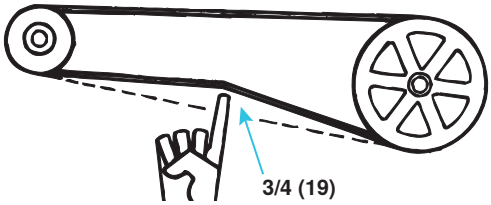

Figure 21. Vérification de la tension des courroies
- Une tension adéquate des courroies est importante pour la durée de vie des courroies et du moteur. Une courroie qui n'est pas assez tendue peut causer une usure prématurée et un glissement. Une courroie trop tendue peut causer une usure prématurée des roulements du moteur et du souffleur. Vérifiez la tension de la courroie tel que montré dans la **Figure 21**.
- Si la courroie ne peut pas être enfoncée de 3/4 pouce (19 mm), tel que montré dans la **Figure 21**, ajustez la tension de la courroie comme suit :